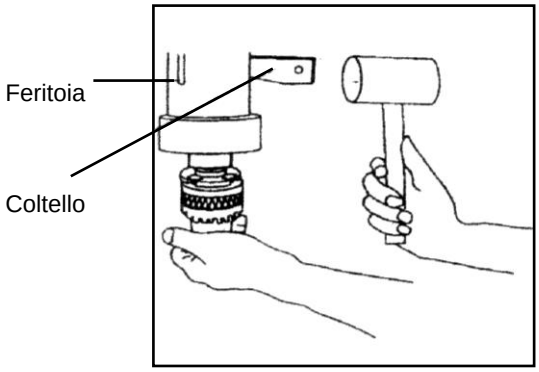

Figura 9 – Smontaggio del mandrino.
- Trattenete il mandrino con una mano, mentre battete il coltello col martello, come mostrato in Figura 9.